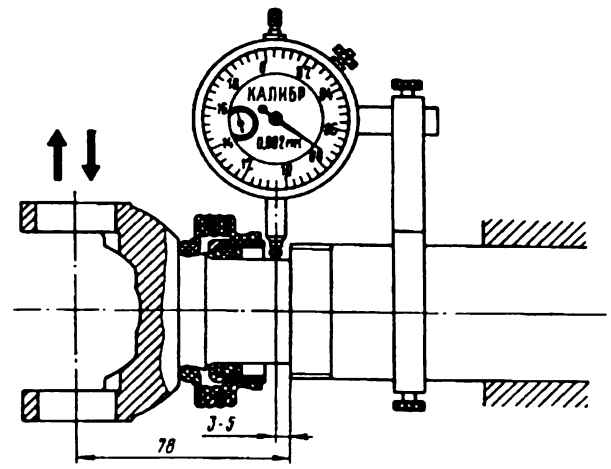

Рис. 119. Проверка биения карданного вала
Если подшипники проворачиваются в отверстиях вилок — замените их. Гофрированная защитная муфта не должна иметь повреждений при осмотре в растянутом положении. Для проверки износа шлицевого соединения сдвиньте муфту к ушкам скользящей вилки, отверните и сдвиньте колпак и сальник на скользящую вилку. Выдвиньте вилку так, чтобы расстояние от торца вала до оси отверстий на ушках вилки было равно 78 мм (рис. 119). Закрепите индикатор на валу и установите его ножку, как показано на рис. 119. При покачивании вилки вверх-вниз в указанном положении, а затем после поворота вала на 90°, повторно, заметьте наибольшее колебание стрелки индикатора. Если оно превышает 0,3 мм, то вилку замените.
16. Вставьте скользящую вилку в шлицевое отверстие вала согласно ранее сделанным меткам. Установите вилку, как показано на рис. 119. Допускается колебание по индикатору не более 0,03 мм. Усилие перемещения вилки не должно превышать 5 кгс.